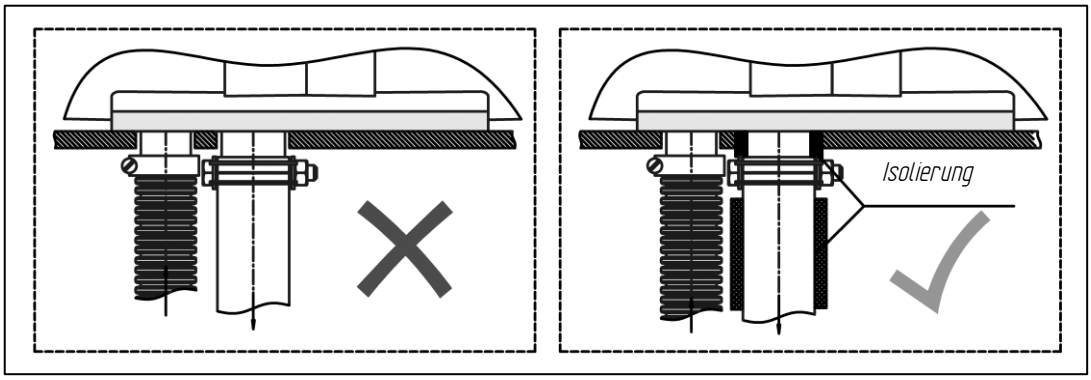

**Abb. 12 - Einbau einer zusätzlichen Wärmedämmung**
**An Stellen, an denen das Abgasrohr durch den Boden oder die Seitenwand des Fahrzeugs führt (Abb. 12), muss eine zusätzliche Wärmedämmung angebracht werden, um eine unnötige Brandgefahr zu vermeiden.**